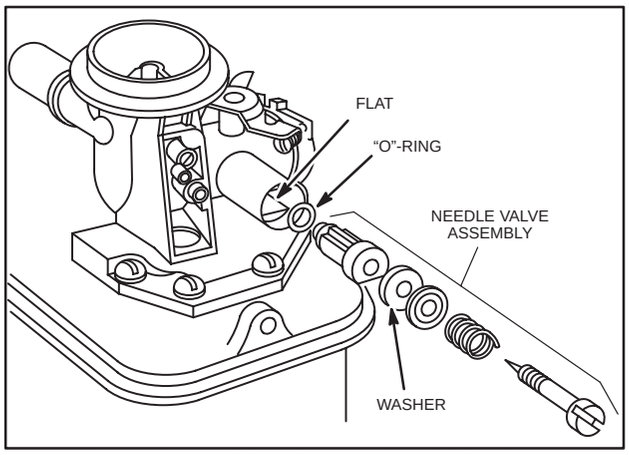

Fig. 147 – NEEDLE VALVE ASSEMBLY, PRESSED-IN-TYPE
NOTE: Some zinc carburetors use Minlon™ needle valve assembly, Fig. 147. See next subject heading "Remove Needle Valve Assembly – Pressed-in Type" for removal procedure.
4. Remove inner "O"-ring, Fig. 147.